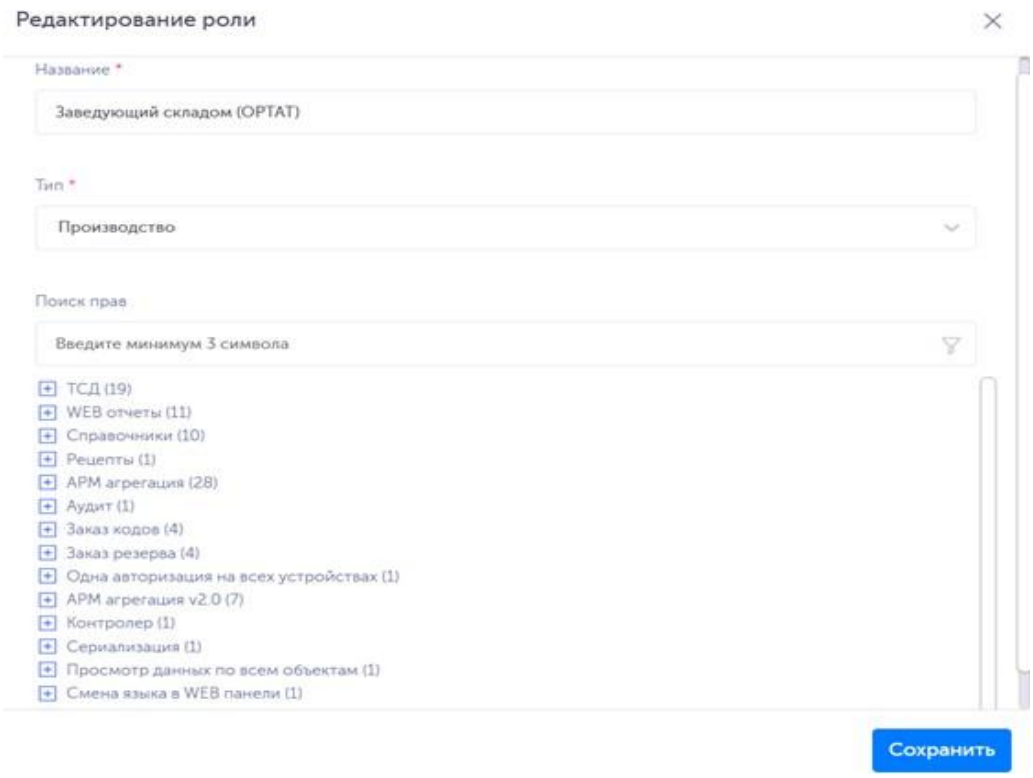

Рисунок 2-174
2) в открывшемся окне «Редактирование роли» (Рисунок 2-174) внести изменения в название или тип роли, скорректировать права доступа, проставив отметки в соответствующих чек-боксах (для раскрытия группы прав нажать на « + », для закрытия на « - »);